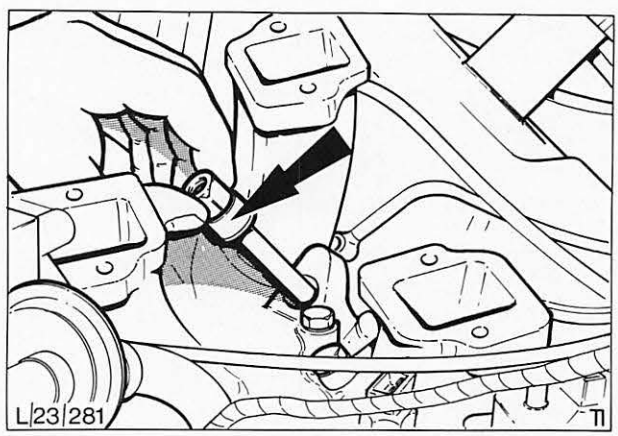

Abb. 90 Einspritzventile ausbauen
10. Einspritzventile mit Halterungen ausbauen, Abb. 90.